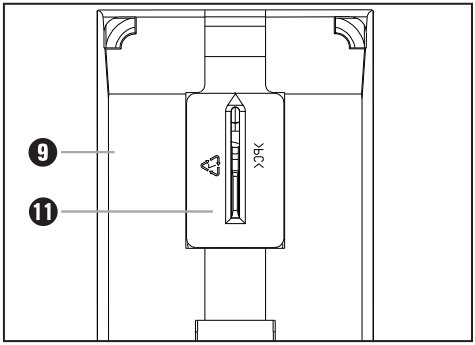

Abb. 1: Spanreißschutz montieren
♦ Drücken Sie den Spanreißschutz ⓫ von unten in in den Gleitschuh ❾, bis er spürbar einrasted (Pfeil nach oben). Die ▲ - Markierung des Spanreißschutzes ⓫ weist in Richtung der Vorderseite des Gerätes (siehe auch Abb. 1).